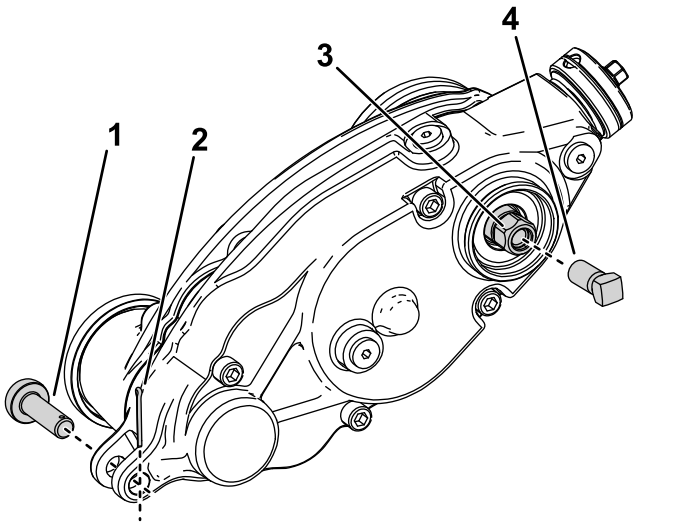

Figuur 28
3. Verwijder de stelpen en borgpen waarmee de aandrijfkast van de groomer verbonden is met de stelarmen (Figuur 28).
5. Monteer de versterkingsschroef (onderdeelnr. 1-803022 – afzonderlijk verkrijgbaar) op de binnenschroefdraad van de zeskantbout van de groomeraandrijving en draai vast met een torsie van 13,5 N·m zoals getoond in Figuur 28.
6. Verwijder de aandrijfkast van de groomer van de messenkooi door de zeskantbout van de groomeraandrijving te draaien (Figuur 28).